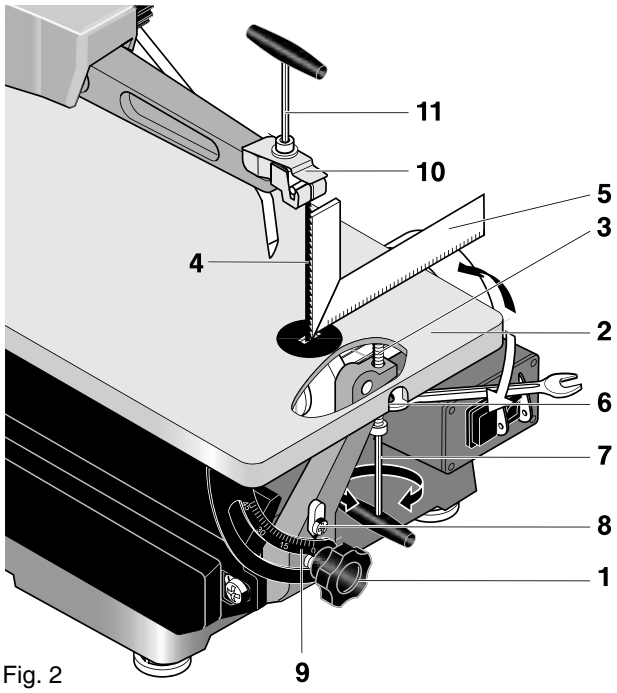

Fig. 2
Regulacja, ustawienie wskazania kąta (Rys. 2)
6.3. Winkelanzeige justieren, einstellen (Fig. 2) 8